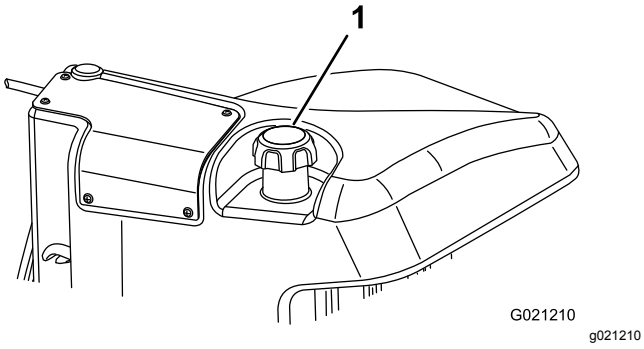

Figur 32
3. Fjern dækslet fra brændstoftanken (Figur 32).